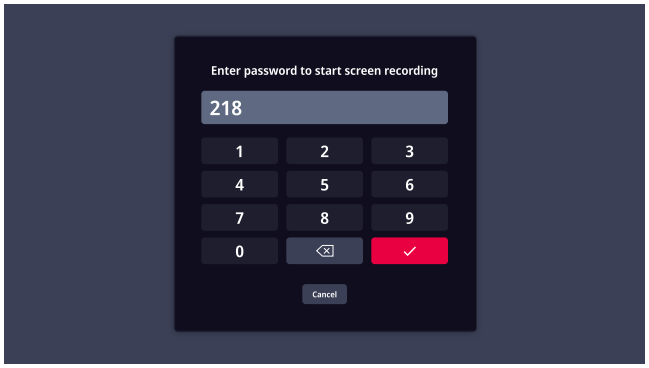

Fig. 54
2. Enter password 218 then tap the ✓ button to enter **Maintenance Mode**. (See Fig. 54 on page 35)